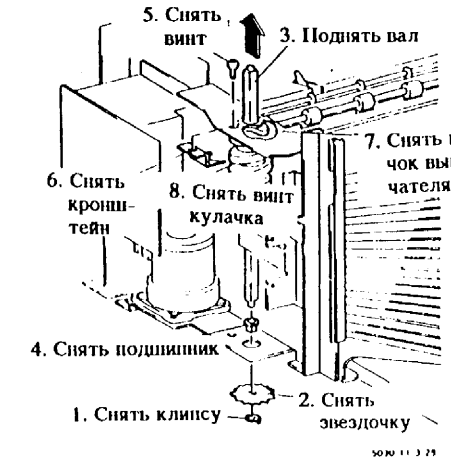

Рис. 11. Снятие винта кулачка
9. (Рис. 11): Снять винт кулачка.